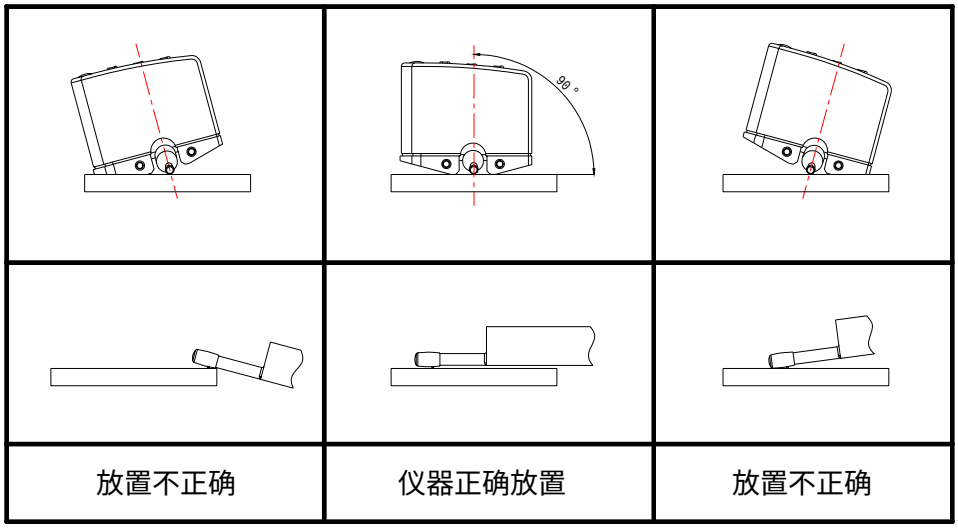

图 2.1-1 仪器的正确摆放
c.参照图 2.1-1,将仪器正确、平稳、可靠地放置在工件被测表面上；